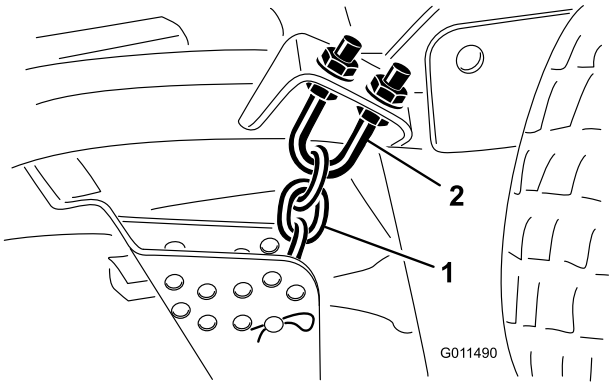

Figuur 77
1. Draai de contramoeren op de bovenkant of de onderkant van de veerstrop van de maaihoogteketting los (Figuur 77).